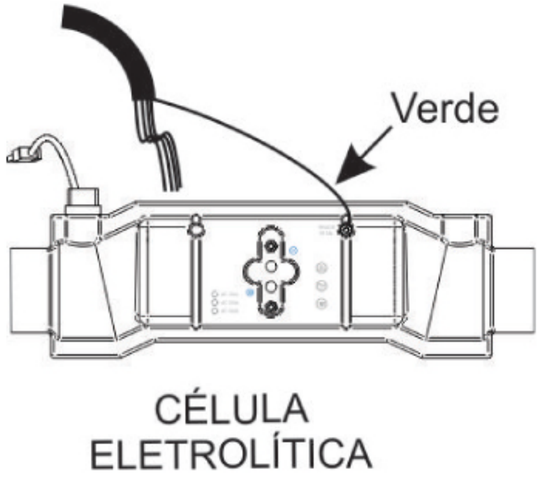

figura 21
2. Após a conexão dos cabos que alimentarão a célula eletrolítica, será necessária a conexão do pino leitor de concentração de sal. Essa conexão se faz através do pino de menor diâmetro e deverá ser fixado, conforme **figura 21**.